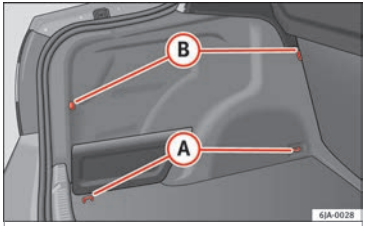

Fig. 161 Luggage compartment: retaining elements.
The following retaining elements are fitted in the boot **›› Fig. 161**:
The front ring (B) is below the folding backrest of the rear seats ›› Fig. 161.